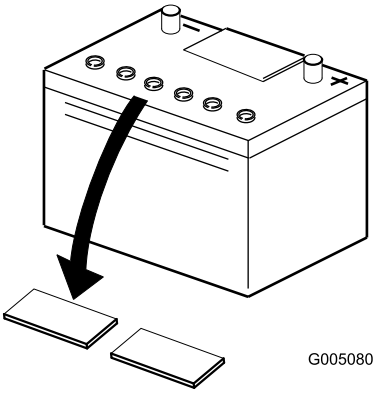

**Figur 5**
2. Rengör batteriets ovansida och ta bort luftarlocken (Figur 5).